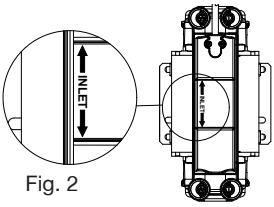

Fig. 2
2.21 **Direction of flow:** Ensure the water inlet supply is connected to the correct pump ports indicated by INLET arrow/s detailed on the pump rating label Fig. 2.